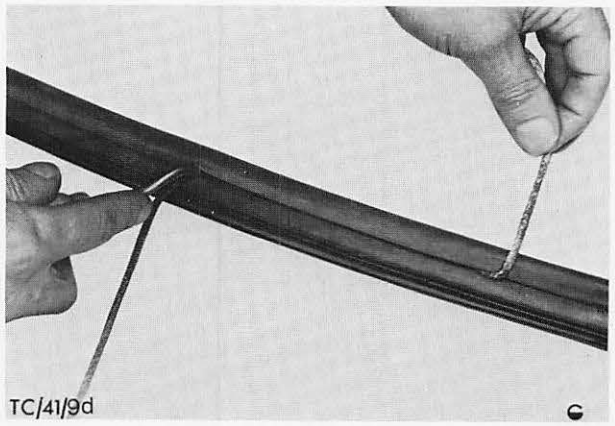

Abb. 11 Einlegen der Schnur in die Innenrille des Dichtgummis (Metallrohr verwenden)
Das Einlegen der Schnur kann folgendermaßen erleichtert werden: Schnur durch ein kurzes Metallrohr einfädeln, Dichtlippen der Innenrille im Dichtungsgummi durch Einführen des Rohrs auseinanderdrücken. Rohr zwischen den Dichtlippen um den Umfang des Dichtungsgummis führen, Abb. 11.
4. Dichtungsgummi um die Fensterscheibe aufdrükken und eine Schnur von ausreichender Länge so in die Innenrille des Dichtungsgummis legen, daß die beiden Enden der Schnur unten in Scheibenmitte zusammentreffen und sich an diesem Punkt um ca. 15 cm überlappen. Das Einlegen der Schnur kann folgendermaßen erleichtert werden: Schnur durch ein kurzes Metallrohr einfädeln, Dichtlippen am Dichtungsgummi durch Einführen des Rohres auseinanderdrücken und Rohr zwischen den Dichtlippen um den Umfang des Dichtungsgummis herumführen, Abb. 11.